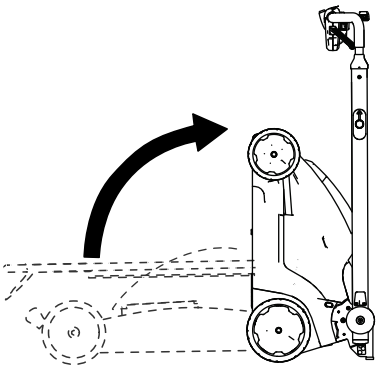

Figura 22
5. Inclinate la macchina verso dietro e fatela rotolare tenendola con la maniglia in uno spazio di rimessaggio (Figura 22).